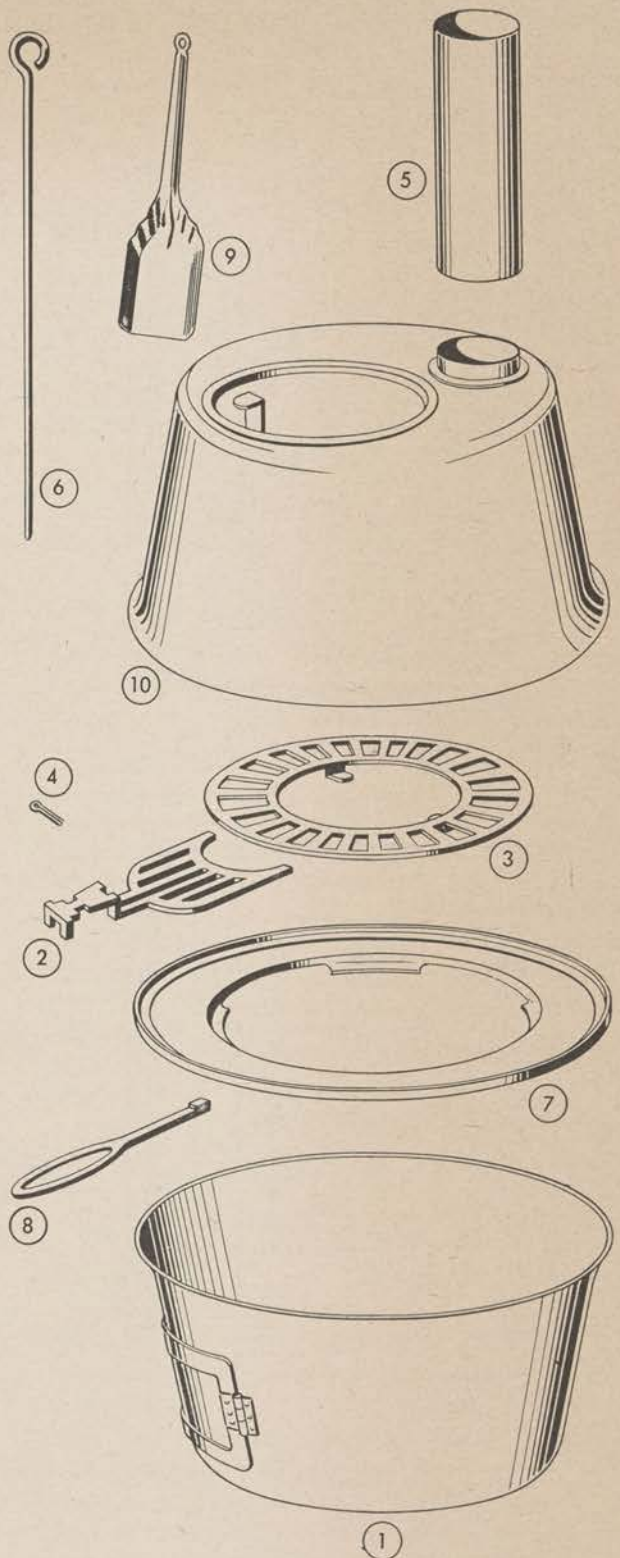

Figure 85. Component parts, stove, tent, M1941 (65–N–2500).
b. The stove is designed for use in any one of seven types of tents: assembly, hospital ward, pyramidal, large wall, small wall, storage, and squad M1942. The basic parts of the stove are as follows: one base, one grate, one separation ring, one top with cover, and six 2-foot joints of 4-inch stovepipe. One shovel and one shaker are also supplied with each stove. Other parts, furnished as required, are hoods, arrestors, elbows, shields and additional lengths of pipe. (See fig. 85.)
(1) *Components* (see fig. 85):